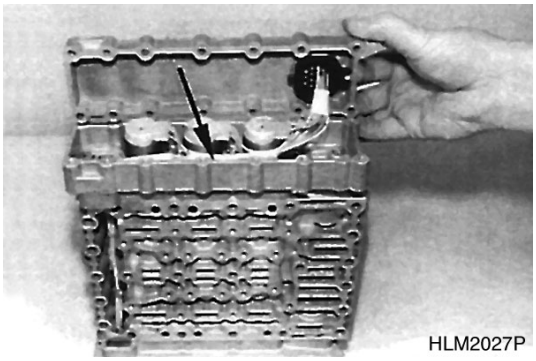

Figure 100
K. Install gaskets (Figure 100) and fasten cover using socket head screws.